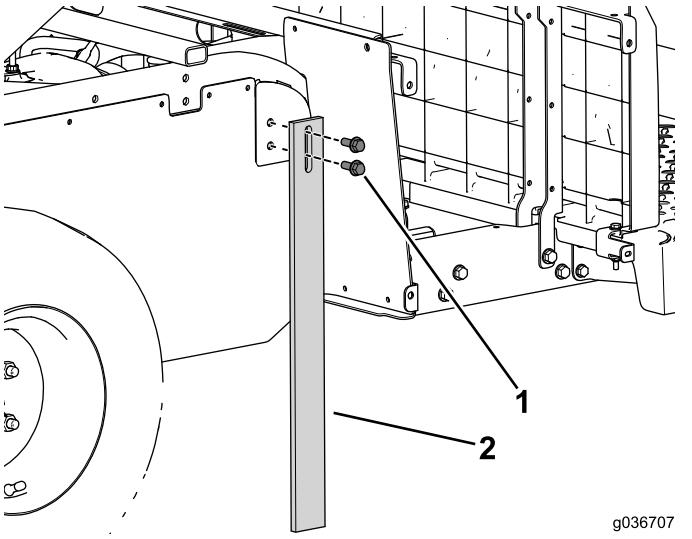

Figur 14
3. Brug de fire flangebolte til at montere støttebenene på begge sider af maskinen (Figur 14).